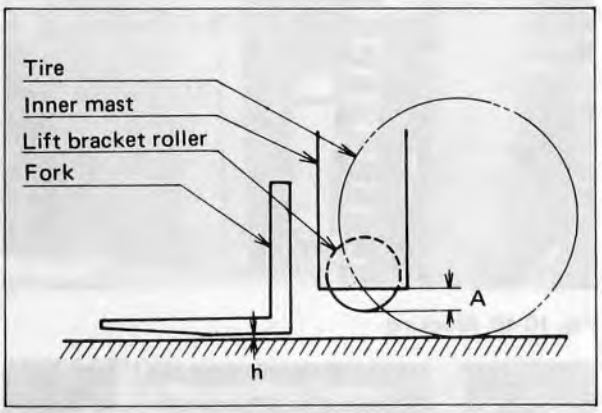

Fig. 10-41 Chain Adjustment at Fork Lowest Position
- **The clearance between the fork underside and ground is the distance "h" measured at the location indicated in Fig. 10-41.**